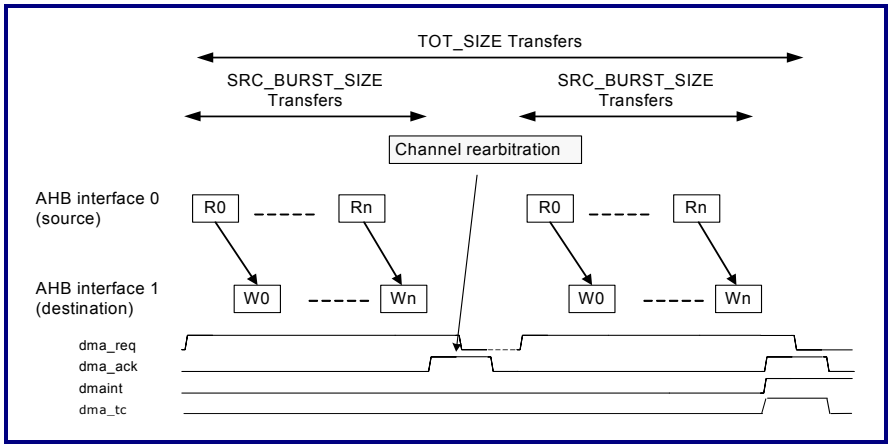
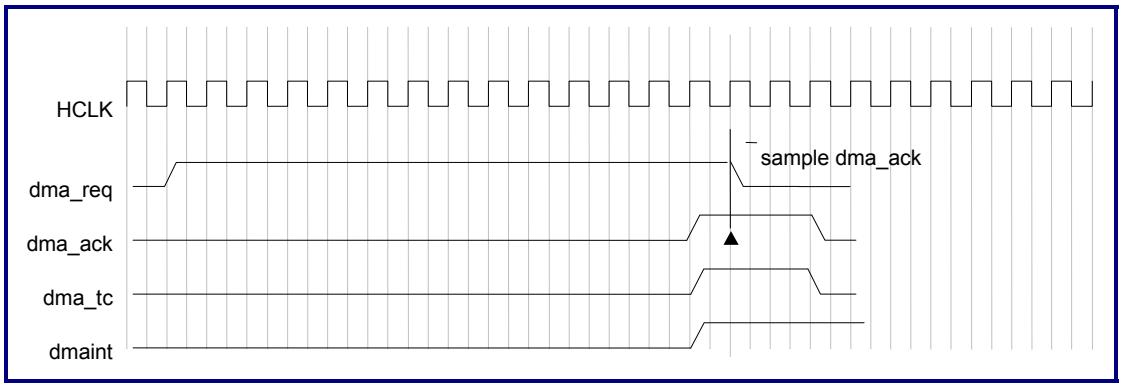

**Figure 10-7. Example of Hardware Handshake Mode Transfer**
**Figure 10-8. DMA Hardware Handshake Protocol**
The DMA hardware handshake mode can be enabled by setting bit 7 of Channel Control Register (**Cn_CSR**). For example, the DMA hardware handshake mode of channel 0 can be enabled by setting bit[7] of **C0_CSR**. If the DMA hardware handshake mode of channel 0 is enabled, after channel 0 wins the arbitration, the DMA controller will wait for the external DMA request to be asserted before starting the DMA transfer. Each time the DMA request is asserted, the controller transfers units equal to SRC_BURST_SIZE[1]. When the SRC_BURST_SIZE transfer is completed, the DMA controller asserts acknowledge and then re-arbitrates all DMA requests. After detecting the assertion of acknowledge, the external device should de-assert the DMA request to let the DMA controller de-assert acknowledge. Please note that DMA_request can not be asserted again until acknowledge is de-asserted. After the TOT_SIZE transfers complete, the DMA controller asserts TC[0] (Bit 0 of Terminal Count Status Register (TC)), **dma_tc[0],** and both the **dmaint_tc** and **dmaint** interrupts (If not masked). Figure 10-7 illustrates an example of the DMA transfer between two AHB interfaces in the hardware handshake mode. Figure 10-8 shows the hardware handshake protocol. Please note that the DMA controller de-asserts **dma_ack** and **dma_tc** at the same time **dma_req** is deasserted.